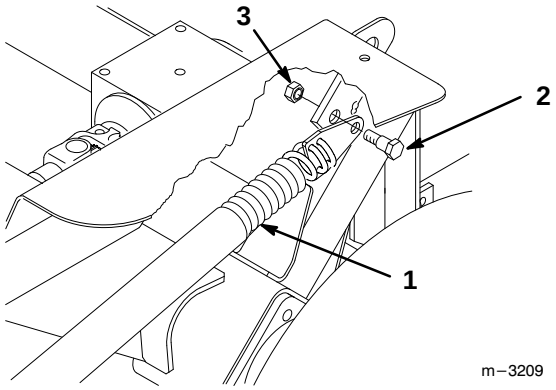

Figure 11
4. Remove 3/8” x 7/8” (23 mm) shoulder bolt and 3/8” locknut securing spring end plate assembly to carrier frame (Fig. 11).